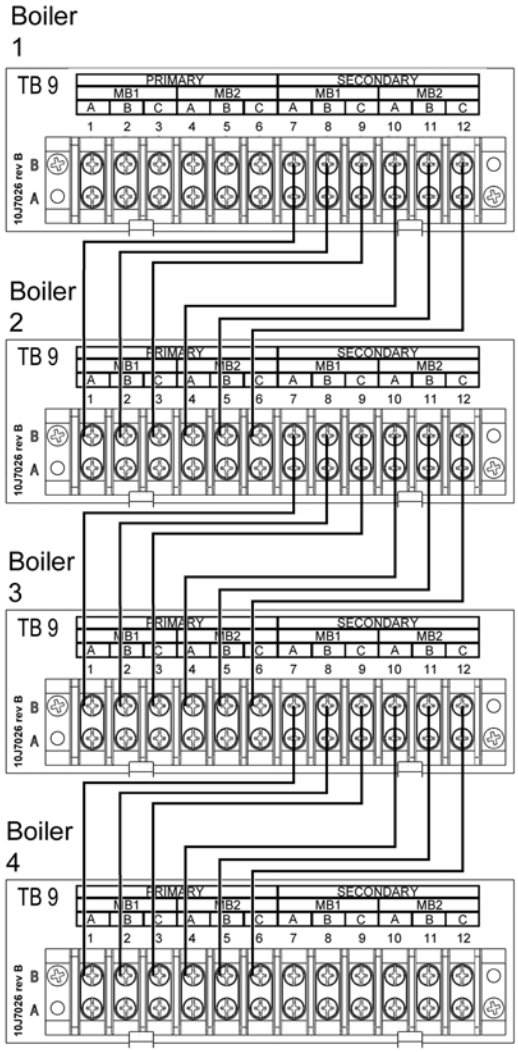

Fig. 79 - Modbus Connections
In an installation with multiple boilers, the controllers are arranged in a "daisy chain." The wiring from the Secondary controller on one boiler (TB9 - pins 7 through 12) to the Primary controller on the next boiler (TB9 - pins 1 through 6). See Fig. 79. Use 22 AWG or thicker shielded twisted pair wire with drain. Two twisted pairs or three conductors are needed.
2. Figure 79 shows how to make the connections. The following table lists the connections from Boiler 1 to Boiler 2.
3. Repeat the process for Boiler 2 and 3, and Boiler 3 and 4. The connections to the other boilers follow the pattern we just described. Use Fig. 79 as your reference.